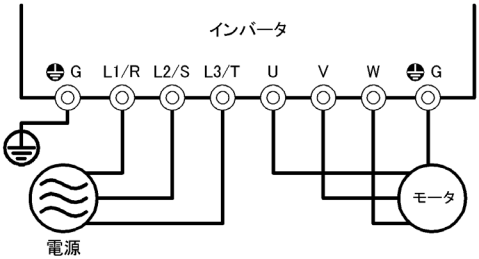

図 4.1　主回路端子の接続図
(1) 主電源入力端子（L1/R，L2/S，L3/T），インバータ出力端子（U，V，W）およびインバータ接地端子（⏚G）は正しく接続されていますか。（図 4.1 参照）
(2) 制御回路端子間や主回路端子間が短絡・地絡状態になっていませんか。
(3) 端子またはねじなどが緩んでいませんか。
(4) モータと機械装置が切り離されていますか。
(5) インバータに接続した機器のスイッチ類は OFF にしてありますか。